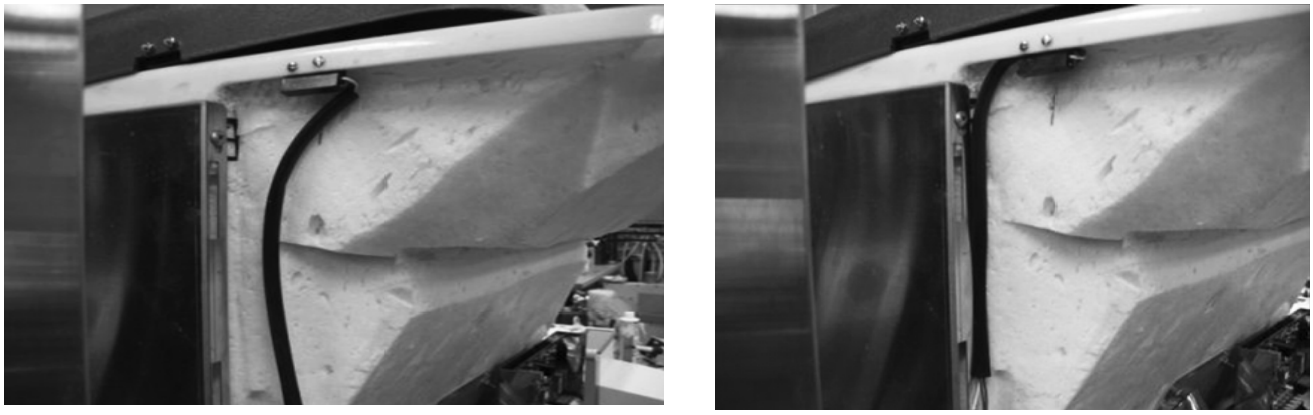

Figure 4.
4. Install the switch and bracket with the wires towards the front of the unit then run the harness behind the switch and into the corner of the wrapper. A bead of RTV will help secure the harness and help to prevent the lid from cutting the wires when it is installed or removed. (See Figure 4.)